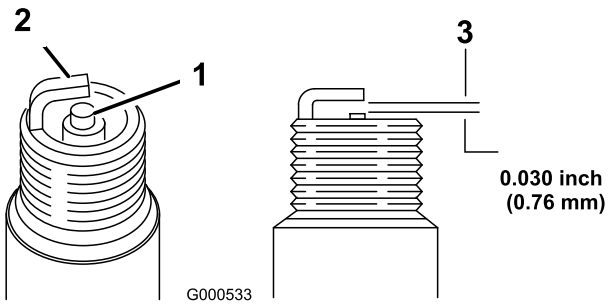

Figur 26
5. Ställ in mellanrummet på det nya stiftet till 0,76 mm (Figur 26).